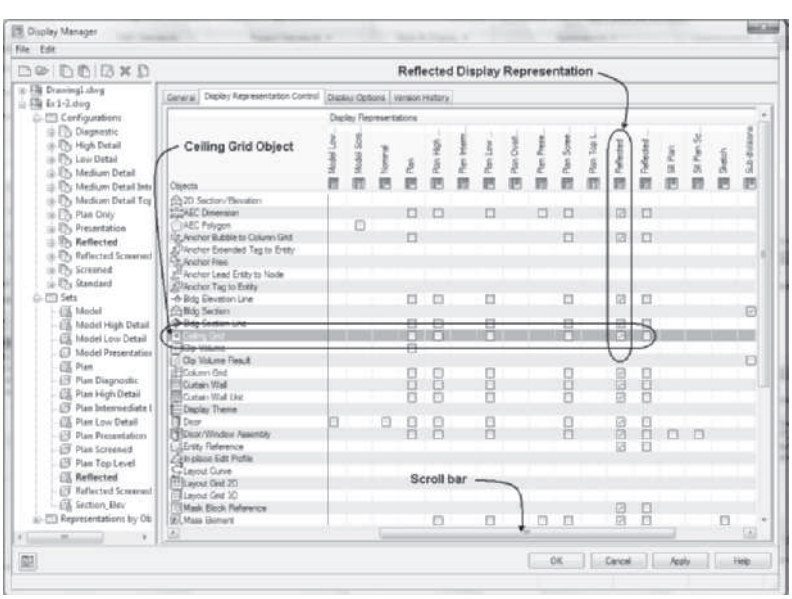

FIGURE 1.59 *Reflected display configuration*
17. Choose the plus **(+)** of the **Sets** folder in the left pane and choose **Reflected** in the left pane. Choose the **Display Representation Control** tab in the right pane as shown in Figure 1.59.
18. Scroll down the list of objects to **Ceiling Grid** and scroll to the right to the **Reflected** display representation as shown in Figure 1.59.
19. The **Ceiling Grid** object is toggled ON for the Reflected display representation as shown in Figure 1.59. Select OK to close the Display Manager.